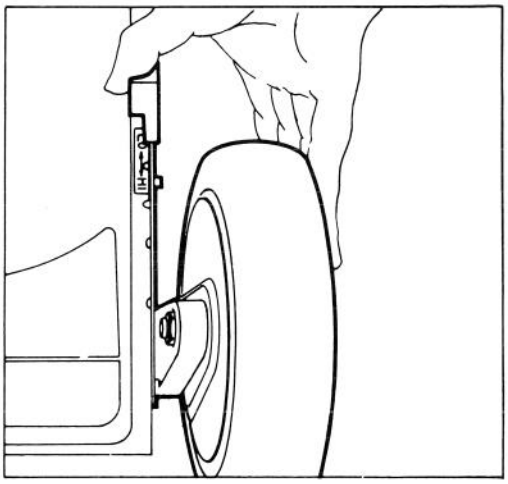

Afbeelding 8
2. Licht de huizing op, zodat het wiel van de grond is en u de hoogte gemakkelijker kunt afstellen. Druk de afstellingshefboom naar het wiel toe en zet hem op de gewenste stand (Afb. 8). Zorg ervoor dat de hefboom